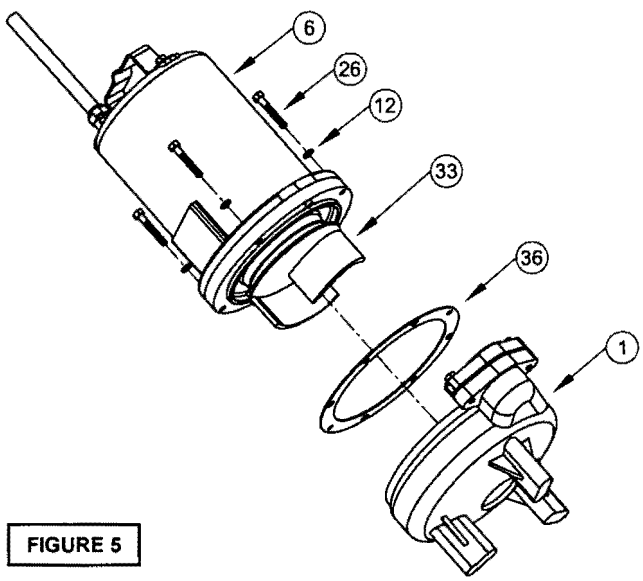

FIGURE 5
To clean out volute (1) or replace impeller (33), disconnect power, remove hex bolts (26), and lockwashers (12), vertically lift motor and seal plate assembly from volute (1) see Figure 5 Clean out body if necessary. Clean and examine impeller (33), for pitting or wear and replace if required, inspect gasket (36) and replace if cut or damaged. If the impeller (33) needs replacing, place a flat screwdriver in the slot of the end of the shaft to hold the shaft stationary while unscrewing the impeller (33).